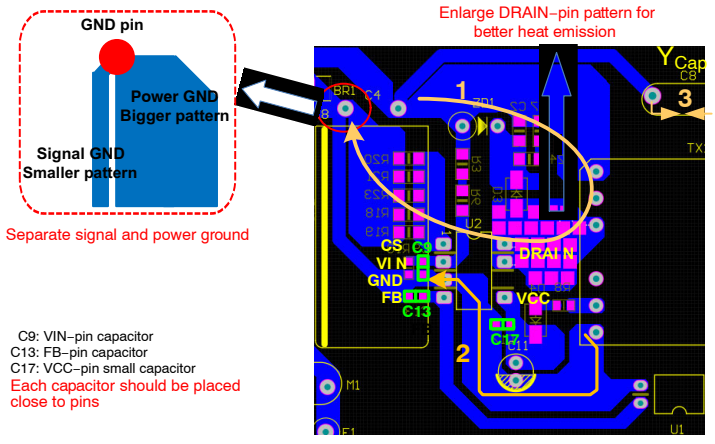

Figure 46. Layout Considerations
- As indicated by 1 in Figure 46, the high−frequency current loop is formed by beginning of the bridge rectifier, bulk capacitor, a power transformer to return to bulk capacitor. The area enclosed by this current loop should be designed as small as possible to reduce conduction and radiation noise. Keep the traces short, direct, and wide. High−voltage traces related the drain of MOSFET and RCD snubber should be kept far away from control circuits to prevent noise interference affecting low voltage signal paths at the control part.